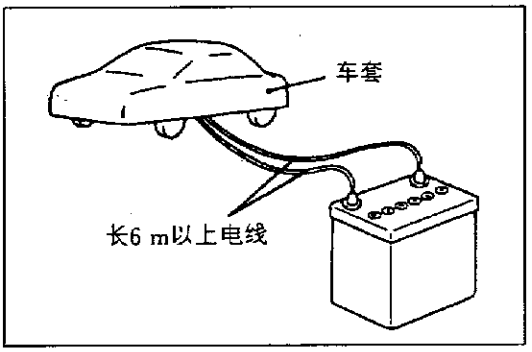

图 8-2-6
⑧在尽可能远离汽车的地方，将两根连接的电线相互脱开，并将它们连接到蓄电池的两个端子(该蓄电池已从汽车上拆下)上，以此使安全气囊张开，如图 8-2-6所示。